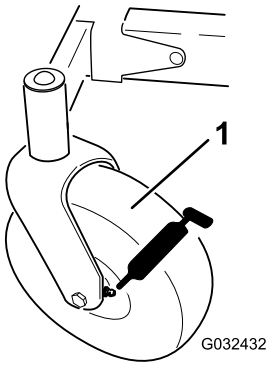

Figure 35
3. Nettoyez les graisseurs (Figure 35) avec un chiffon.
4. Raccordez une pompe à graisse à chaque graisseur (Figure 35).